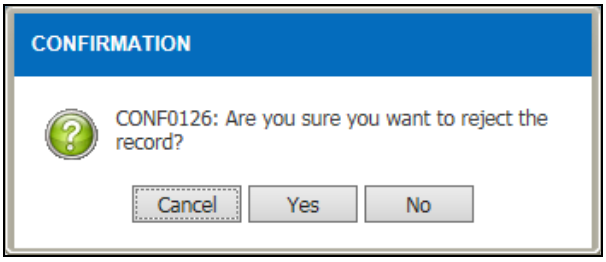

Figure 3.1.11-9 Confirmation Message
- *Click on the* Yes *button to reject record and information message will be display as Figure 3.1.11-10*